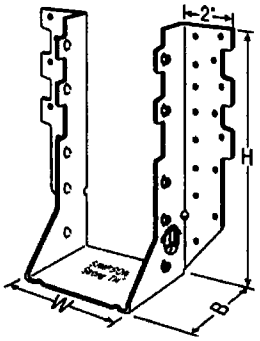

FIGURE 7—HHUS SERIS HANGER (see Table 7)
1. Refer to Figure 7 (this page) for definitions of hanger nomenclature (W, H, B).